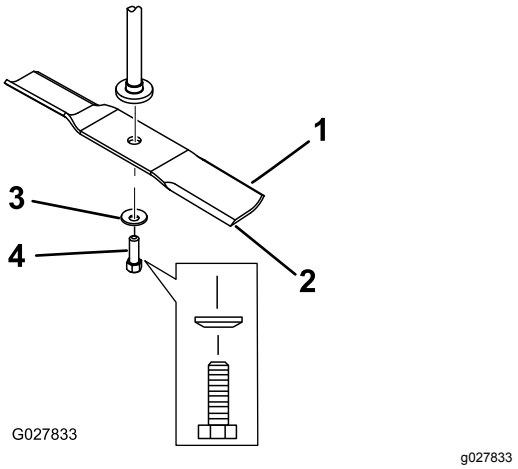

Figure 49
Tenez la lame par son extrémité avec un chiffon ou un gant épais. Enlevez de l'axe, le boulon, la rondelle bombée et la lame (Figure 49).
1. Placez la lame sur l'axe (Figure 49).
2. Montez la rondelle bombée (face concave vers la lame) et le boulon de lame (Figure 49).